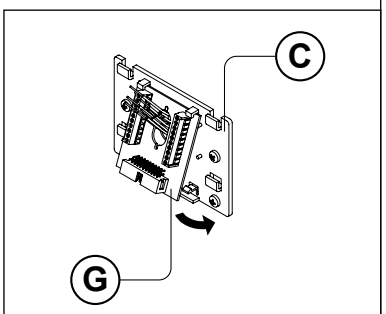

Fig. 3
4. Hook the PBC connection board **G** to the mounting plate **C** as shown in **Fig. 3** and connect the wires (using the screwdriver provided) to the terminals as shown in the diagram provided;
5. Once the wires are connected, hook the videophone **H** to the mounting plate **C** as shown in **Fig. 3**;